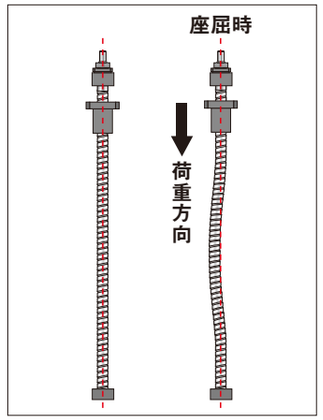

図2 座屈したボールねじ
**ボールねじにかかる軸方向最大荷重は、許容軸方向荷重以下である必要があります。許容軸方向荷重を超えた荷重をかけるとボールねじ ねじ軸が座屈を起こす可能性があります。（図2）**